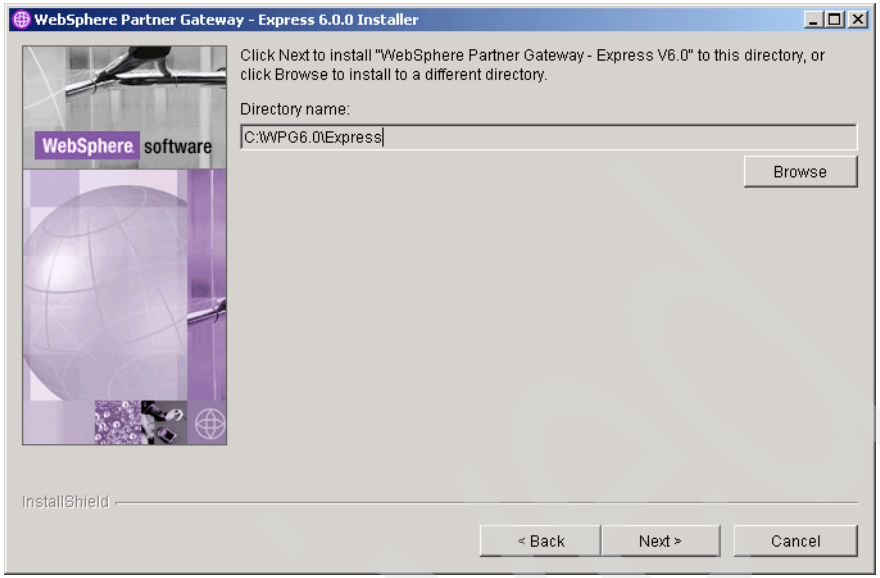

Figure 9-5 Enter the directory name for the installation
6. Enter a complete path to where WebSphere Partner Gateway Express is to be installed, as shown in Figure 9-5 on page 267.